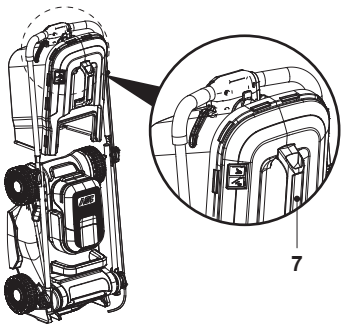

**Fig. 24**
8. Il est recommandé de ranger la tondeuse à gazon avec le bac de ramassage (7) accroché à la tondeuse et l'obturateur mulching (23) installé dans la tondeuse (Fig. 24).